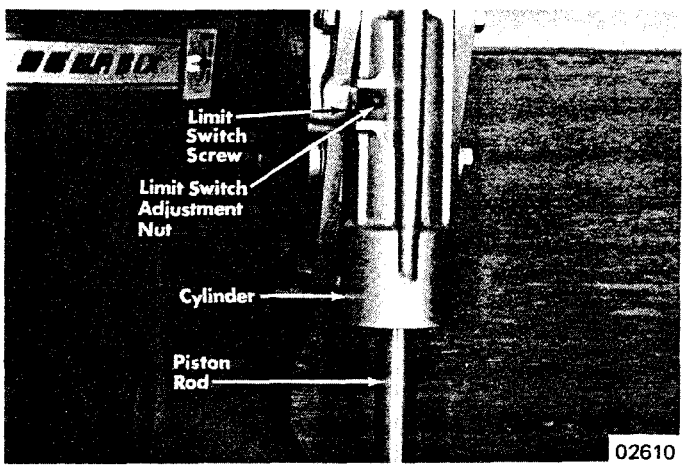

Figure 36. Trim Limit Switch - Power Trim
3. If engine tilts out beyond last tilt pin hole of clamp bracket or does not tilt out far enough (as determined in preceding paragraph), loosen limit switch screw and adjust nut on limit switch. (Figure 36) Turn nut out (counterclockwise), if engine tilts out beyond last tilt pin hole, or turn nut in (clockwise) to allow engine to tilt out further.